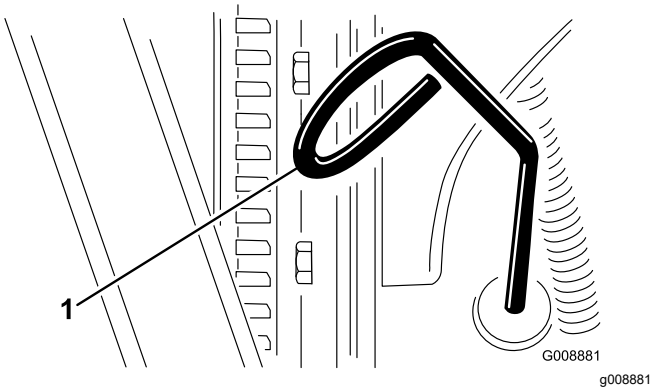

Rysunek 72
3. Wyciągnij bagnet (Rysunek 72) i przetrzyj go czystą szmatką.